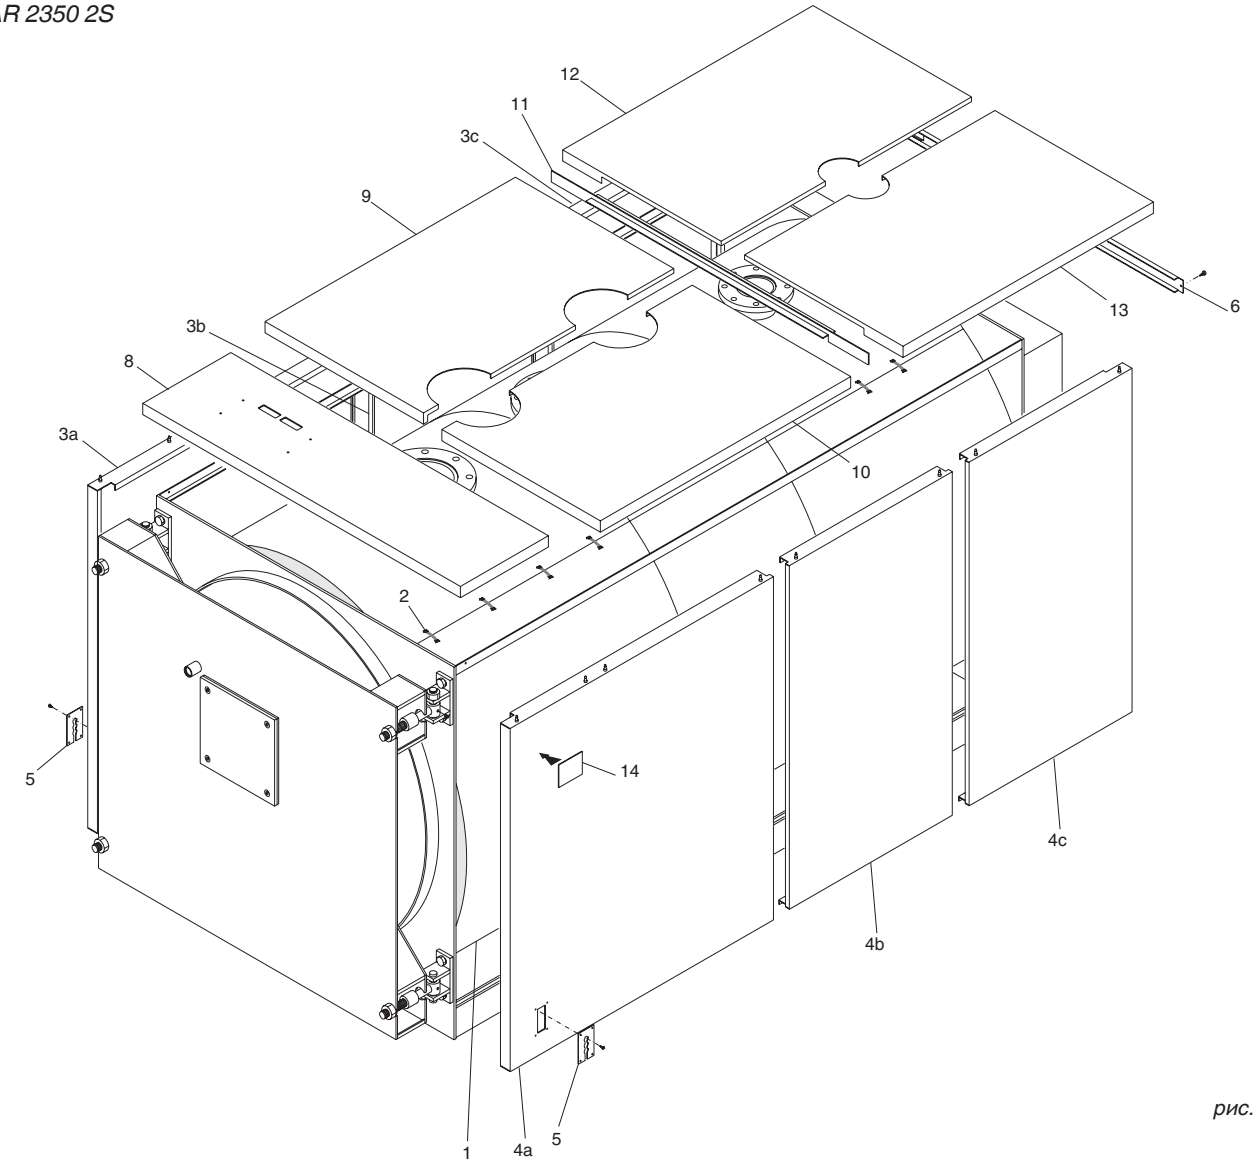

*рис. 33*
**Последовательность сборки (п. рис. 33)**